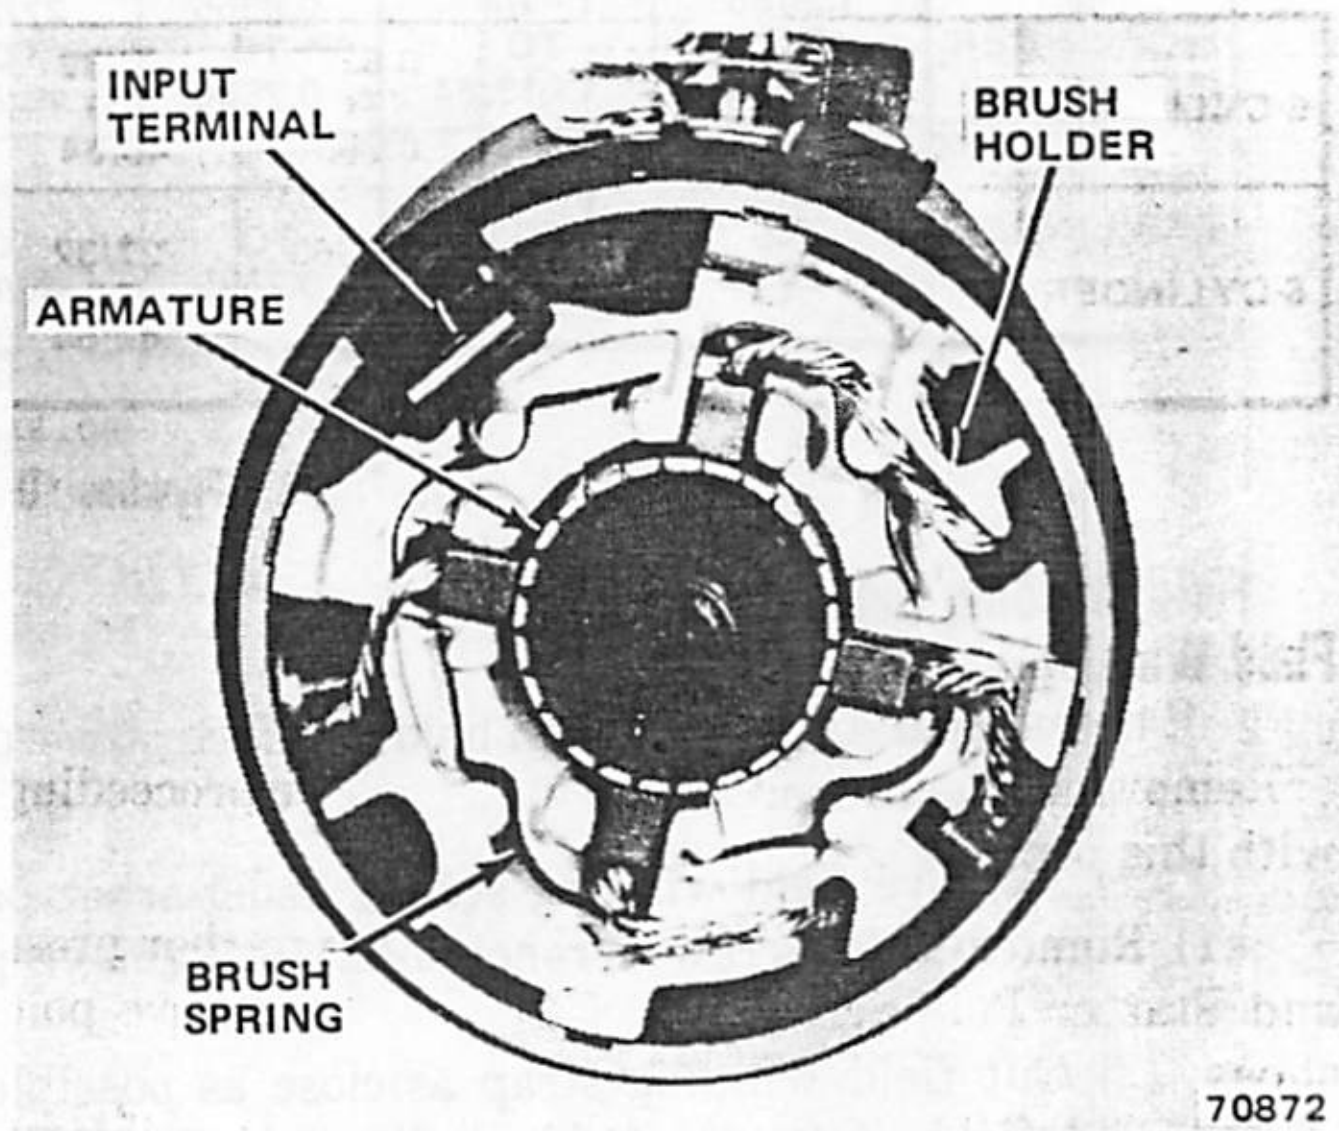

Fig. 1F-27 Brush Wire Routing
(1) Insert armature into frame. Install drive yoke and pivot pin. Drive yoke must engage lugs on drive assembly.
(2) Insert drive yoke return spring into recess in drive housing. Join housing to frame.
(3) Install brush holder. Ensure depression in holder aligns with rubber boot on terminal.
(4) Insert brushes into brush holder. Refer to figure 1F-27 for proper wire routing. Install brush springs.
(5) Install end plate. Align hole in terminal with hole in terminal bracket.
(6) Install through-bolts.